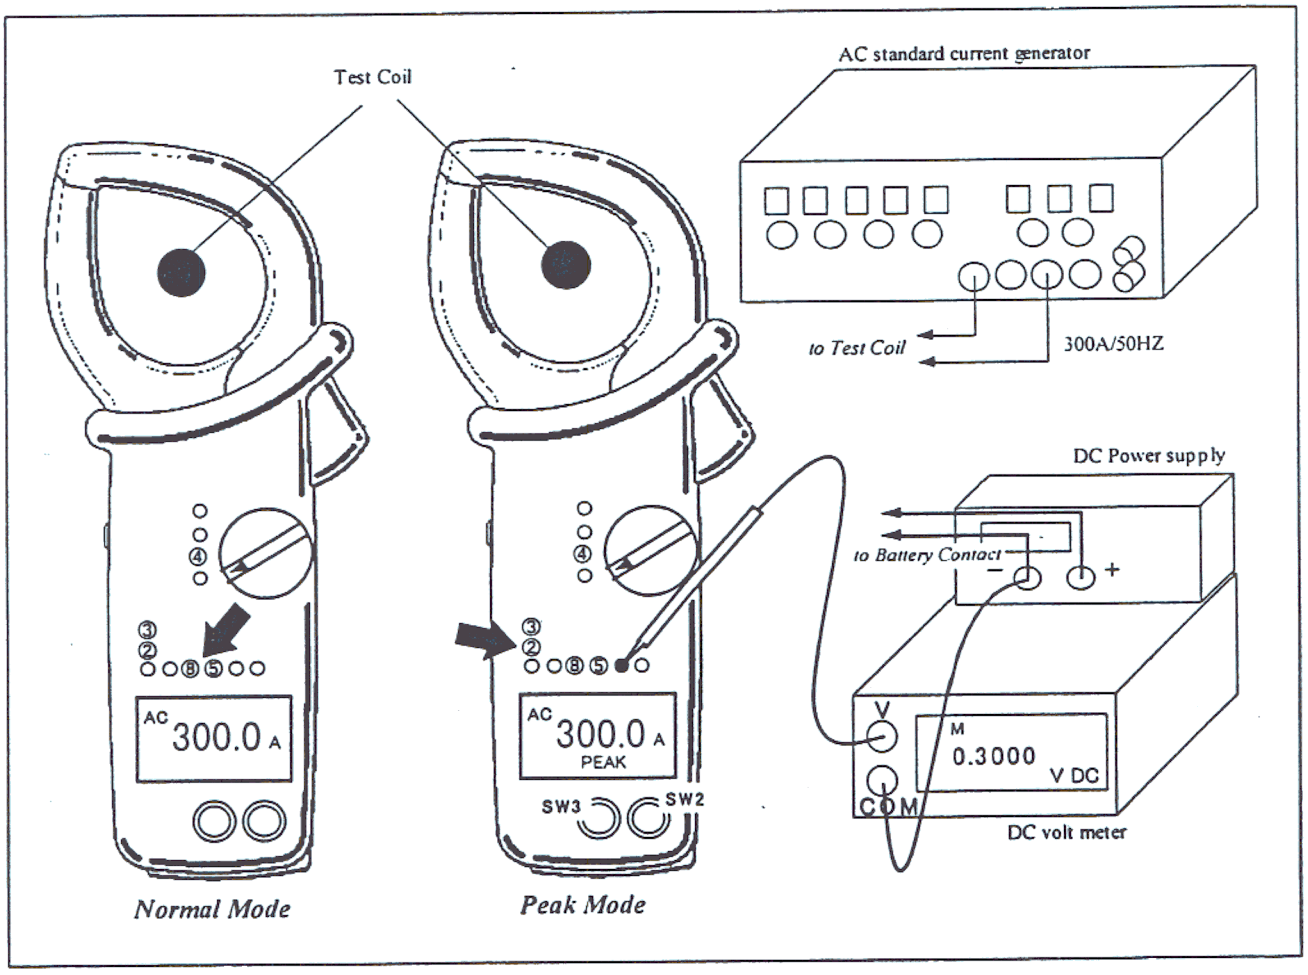

Figure 3. Calibrate Sensitivity
b. Connect the wires according to the figure 3. Generate the AC current 300A/50Hz. And calibrate the indication value of the LCD 300.0A by turning the VR5 (rough) and VR8 (exact).